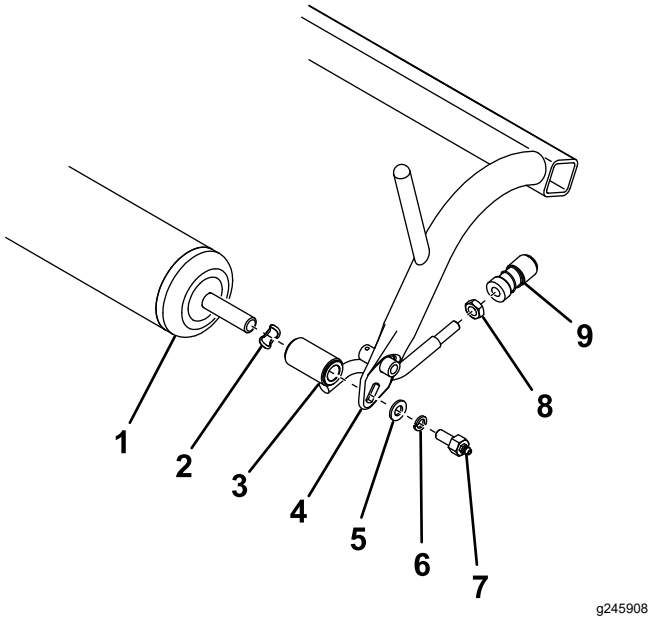

Figura 1
2. Retire o rolo, anilhas de mola, conjuntos articulados, anilhas de cabeça chata, anilhas de bloqueio e parafusos de lubrificação da estrutura de tração (Figura 1).
3. Retire e guarde os recetores das juntas esféricas dos conjuntos articulados (Figura 1). Elimine todas as ferragens previamente removidas exceto o rolo e os recetores das juntas esféricas.